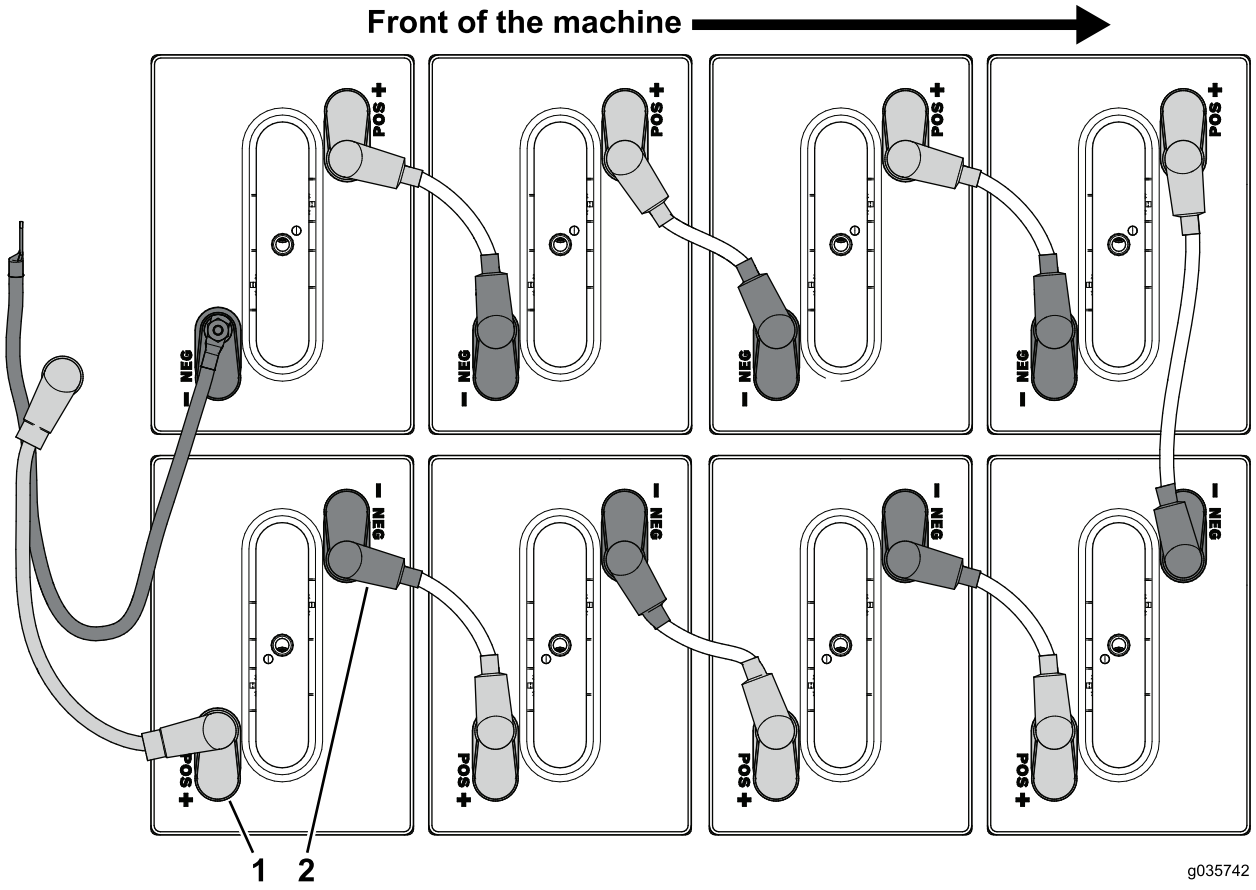

Figura 98
4. Conecte los cables de batería que están conectados al borne positivo (+) de las baterías en la bandeja de baterías delantera (Figura 98).
5. Conecte los cables de batería que están conectados al borne negativo (-) de las baterías de la bandeja de baterías delantera (Figura 98).